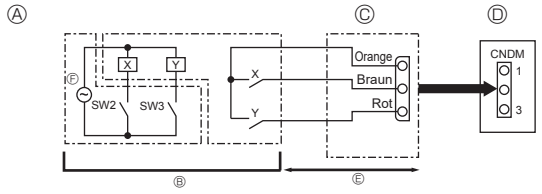

Fig. 8-2
8.2. Anforderungsfunktion (Veränderung vor Ort) (Fig. 8-2)